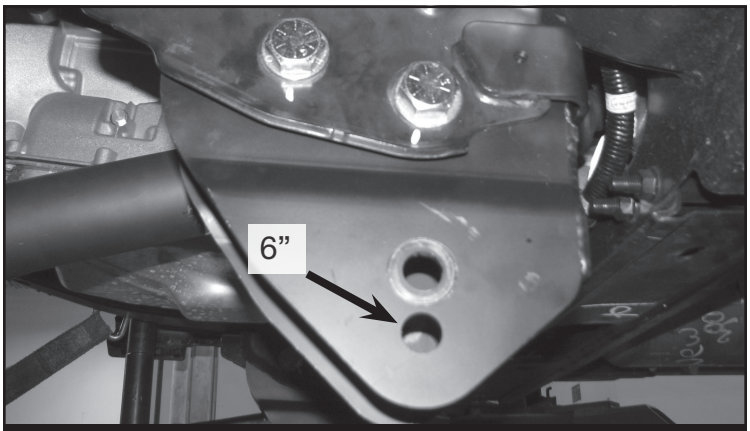

FIGURE 14 - STEP 19
19. Reinstall the radius arm into the new drop down bracket using the factory hardware. Attach to the axle first then to the new drop bracket using the lower hole. Torque to 300 ft-lbs. **SEE FIGURE 14**